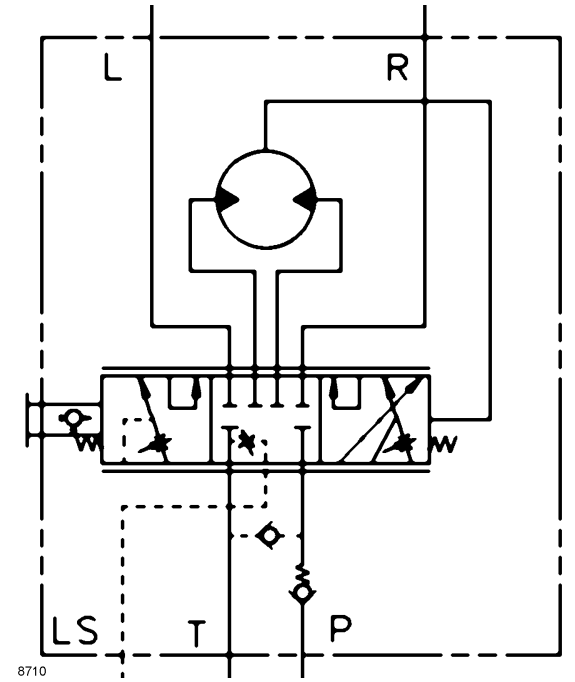

FIGURA 10-5
El orbitrol de dirección (Figura 10-5) proporciona control de sentido y dosificación de aceite para un control preciso de la dirección. En la posición de punto muerto o equilibrio, cuando el volante de la dirección no está girado, la lumbrera de entrada (P) se conecta con la lumbrera de salida (T) y el aceite de la bomba vuelve al depósito (Figura 10-5). El carrete y el manguito interactúan para atrapar el aceite en las líneas. Los resortes de centrado mantienen el carrete y el manguito en su posición relativa. El carrete está acoplado al volante de la dirección y gira dentro del manguito cuando se gira el volante de la dirección. Las lumbreras correspondientes del carrete y el manguito se alinean para dosificar el aceite de la bomba en el circuito de dirección y también permitir el retorno al depósito. Cuando el manguito alcanza al carrete, el flujo de aceite a las líneas del cilindro de la dirección queda bloqueado, y el suministro disponible de la bomba vuelve al depósito.
Cuando se hace un viraje a la izquierda, el flujo de la bomba entra a la lumbrera P (Figura 10-5). La bomba de engranajes toma este flujo y lo dosifica en la lumbrera L (viraje a izquierda). El flujo de retorno de los cilindros de la dirección entra por la lumbrera R y retorna al depósito a través de la lumbrera T.
Cuando se hace un viraje a la derecha, el flujo de la bomba entra por la lumbrera P (Figura 10-5). La bomba de engranajes toma este flujo y lo dosifica en la lumbrera R (viraje a derecha). El flujo de retorno de los cilindros de la dirección entra por la lumbrera L y retorna al depósito a través de la lumbrera T.
La bomba de engranajes (Figura 10-5) del orbitrol permite accionar la dirección, con dificultad, cuando se pierde potencia. Una válvula de retención entre las lumbreras de ENTRADA y SALIDA permite la recirculación del aceite para evitar la cavitación cuando se acciona la dirección sin potencia.